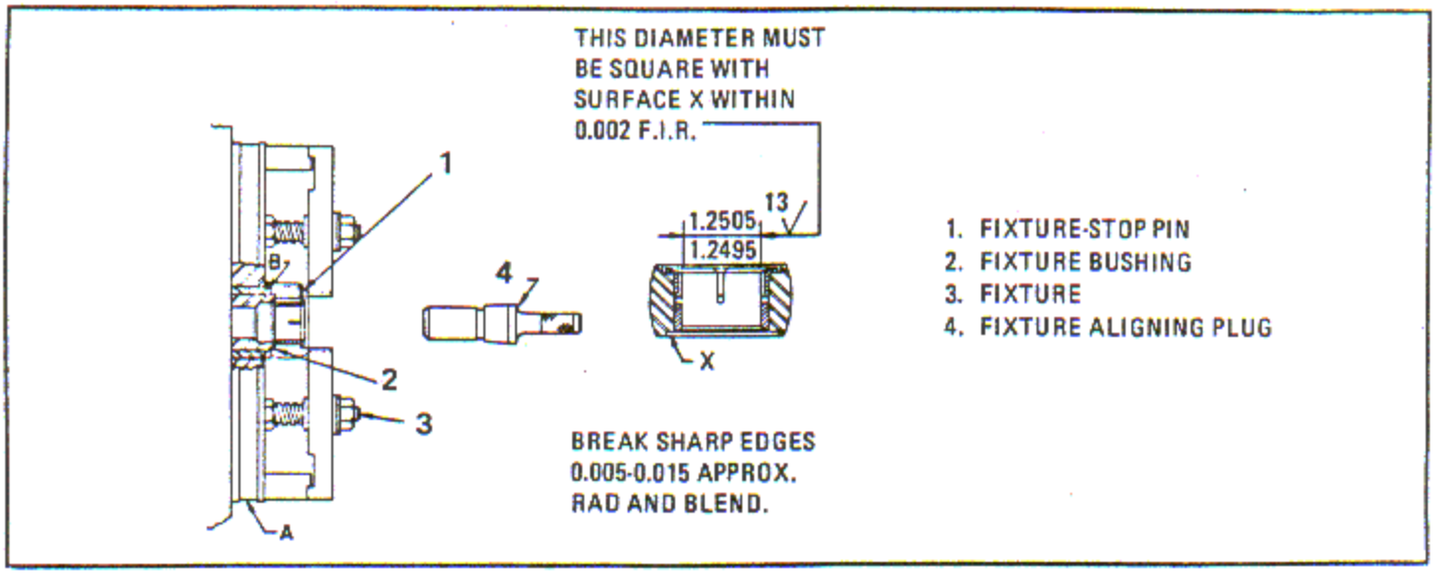

Figure 6-158. Finish Bore Bushing ID
a. Clamp fixture (3, figure 6-158) to faceplate of a suitable lathe and indicate surfaces A and B to run true within 0.0005 inch full indicator reading.
c. Install fixture bushing (2) in center hole of fixture (3).